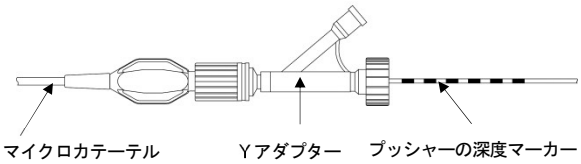

図 3. 深度マーカーの到達状態
本品には、深度マーカーが付いている製品と付いていない製品がある。深度マーカーは、有効長 150cm のマイクロカテーテルに本品を挿入していく際、マイクロカテーテルに接続した Y アダプターの手元側に深度マーカーが到達した状態（図 3）で、マイクロカテーテルの先端から白金コイル先端が出ない位置を示している。
① シースをケースから引き出す。
② 本品を挿入する前に、シースを透かしてプッシャーと白金コイルが離脱部で直接触れていないことを確認する。
③ 本品挿入のためにアダプターのリングを緩める。
④ シース先端をしっかりとマイクロカテーテルのポートに突き当て、白金コイルを変形させない様に、ゆっくりとプッシャーを押して本品をマイクロカテーテル内に挿入する。
⑤ プッシャーを後端までシース内に押し込んだ所で、プッシャーを固定し、プッシャー後端部からシースを取り除く。
⑥ プッシャー近位端の深度マーカーの有無を確認する。
⑦ プッシャー後端にケーブルパックの出力側リード線を接続し、EDG の電源を入れる。
⑧ ⑥で深度マーカーが付いていることが確認されれば、図 3 の通り、マイクロカテーテルに接続された Y アダプターの手元側に深度マーカーが到達するまで、プッシャーを注意して進める。深度マーカーが付いていることが確認できなければ、X 線透視下でプッシャーを進める。
⑨ その後、X 線透視下で確認しながらプッシャーを進め、白金コイルの先端がマイクロカテーテル内から出た状態で、EDG のテストボタンを押し、ブザー音が鳴り、更に SHORT（赤）ランプが点灯することを確認する。この操作により、離脱待機モードになる。
⑦ ⑥で深度マーカーが付いていることが確認されれば、図 3 の通り、マイクロカテーテルに接続された Y アダプターの手元側に深度マーカーが到達するまで、プッシャーを注意して進める。深度マーカーが付いていることが確認できなければ、X 線透視下でプッシャーを進める。
⑧ その後、X 線透視下でマイクロカテーテルの先端まで白金コイルを進め、白金コイルの離脱部がマイクロカテーテルの第 2 マーカー（手元側）を越えたことを確認する。
⑨ ED クリップを ED コイルのプッシャー末端に接続し、赤ランプの点灯ならびにブザーの連続音が鳴ることを確認する。［白金コイルの離脱部がマイクロカテーテルの第 2 マーカー（手元側）を越える前に接続すると、EDG v4 が反応しないことがある。その場合は、一旦 ED クリップを外して、白金コイルの離脱部がマイクロカテーテルの第 2 マーカー（手元側）を越えたことを確認してから再度接続する。］